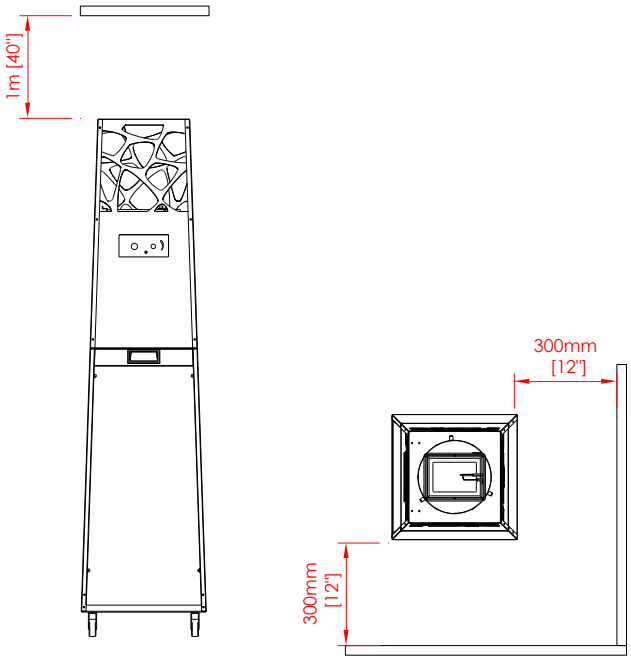

Fig 2 – Distances minimales
- Cet appareil doit être tenu à l'écart des matériaux inflammables pendant son utilisation. Ne placez aucun matériau combustible à moins de 0,3 m de PYRAMID et à 1 m au-dessus de l'appareil (Fig 2).